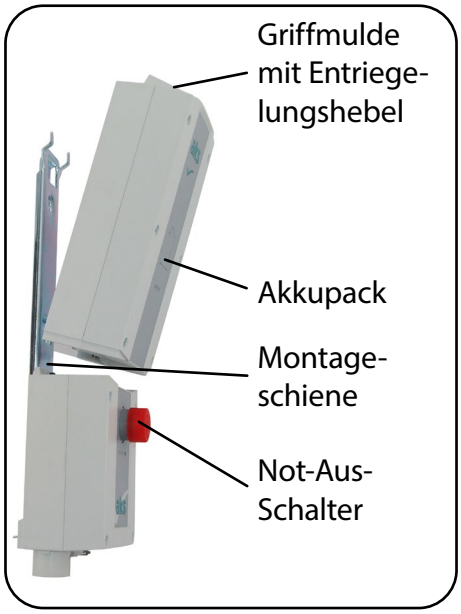

Abb. 8.7.01 - Akkupack
2. Greifen Sie von oben in die Griffmulde am Akkupack und ziehen Sie mit den Fingern den Entriegelungshebel nach oben (Abb. 8.7.01).
3. Kippen Sie gleichzeitig das Akkupack ein Stück von der Montageschiene weg und anschließend nach oben aus der Halterung (Abb. 8.7.01).